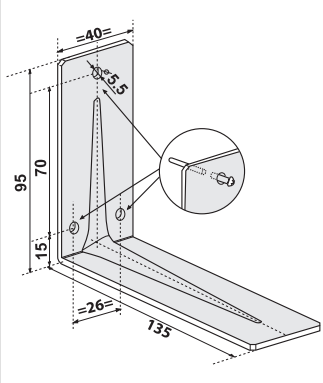

рис. 3
- Через отверстие в нижней части прибора отметьте расположение трех отверстий диаметром 5,5 миллиметров, которые находятся на короткой части кронштейна, прислоненной к стене (рис. 3).